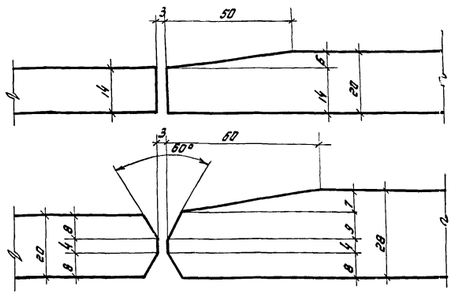

Рис. 1
5. Концы фасонок горизонтальных связей приваренных к вертикальному листу балки должны быть обработаны до получения плавного перехода, согласно Рис. 1.